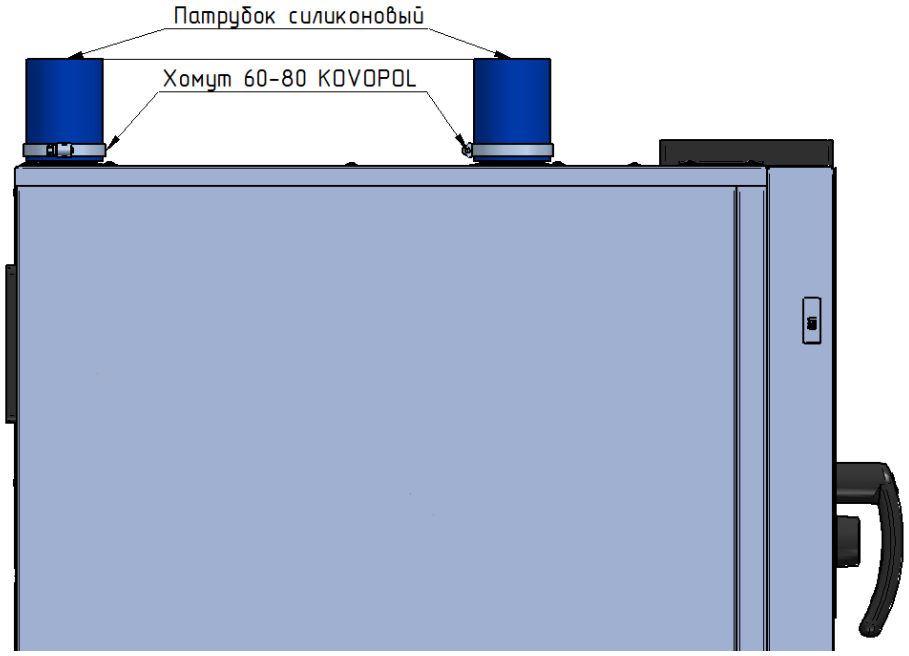

Рис.1 Подключение зонта к пароконвектомату
- перед установкой зонта на пароконвектомат: необходимо установить силиконовые патрубки на трубки, выходящие из пароконвектомата и стянув хомутами 60-80 (Рис. 1).